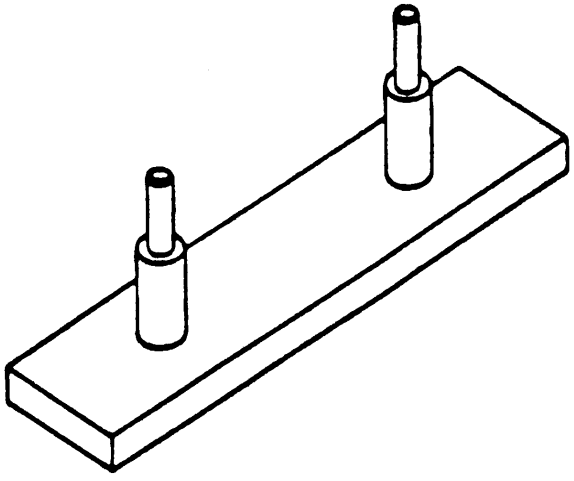

Figure 4. 6796774 Fuel Control Cutoff Rod Setting Fixture
c. Move propeller setting lever (1) fully clockwise (facing outboard side of coordinator) against stop in coordinator. (Coordinator pointer (2) should read 90°; reposition pointer if necessary.) (QA)
d. Rotate fuel control throttle shaft through its full range of travel. (Fuel control pointer (13) shall indicate 0° and 90° at the extreme limits of travel.) (QA)
e. Adjust fuel cutoff rod (8, figure 2) to a length of 2.358 + 0.010 inch, using 6796774 fuel cutoff rod setting fixture (figure 4).